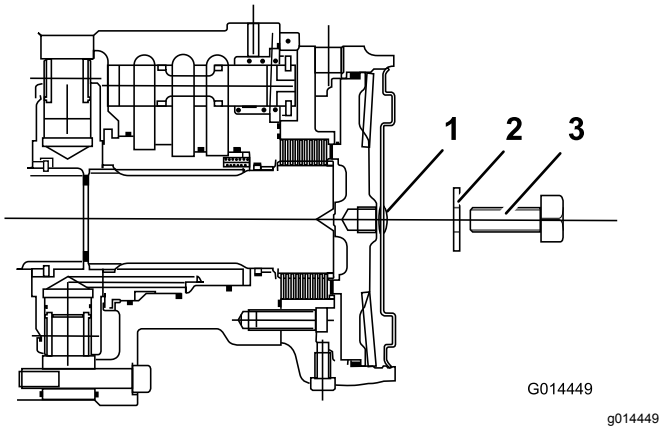

**Figuur 36**
4. Steek een M12 x 40 mm lange stelschroef met ring in het gat in het midden van de zijkant van de motor (Figuur 36).
5. Draai de stelschroef vast in het draadgat in de remzuiger totdat de rem is uitgezet (Figuur 36).
6. Ga naar de remschijf op de linker voorwielmotor en herhaal bovenstaande procedure (Figuur 36).